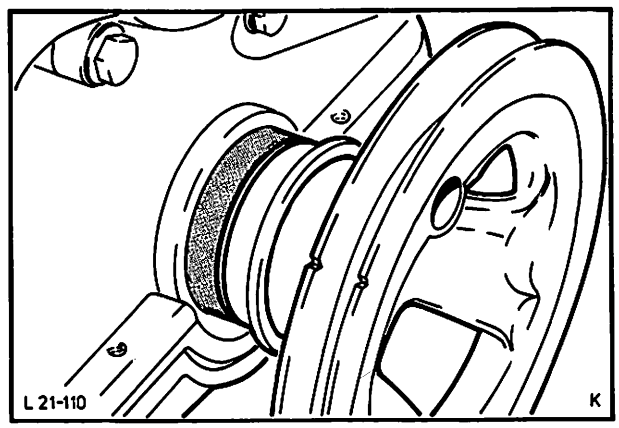

Abb. 285 Radialdichtring mit Spezialwerkzeug 21-069 (G3-6059) und Kurbelwellen-Riemenscheibe montieren
3. Neuen Radialdichtring-Kurbelwelle (Dichtlippe leicht eingeölt) mit Spezialwerkzeug 21-063 bzw. 21-069 (G3-6059) in Verbindung mit der Riemenscheibe und einer 50 mm langen Schraube M10×1 einziehen, Abb. 285.